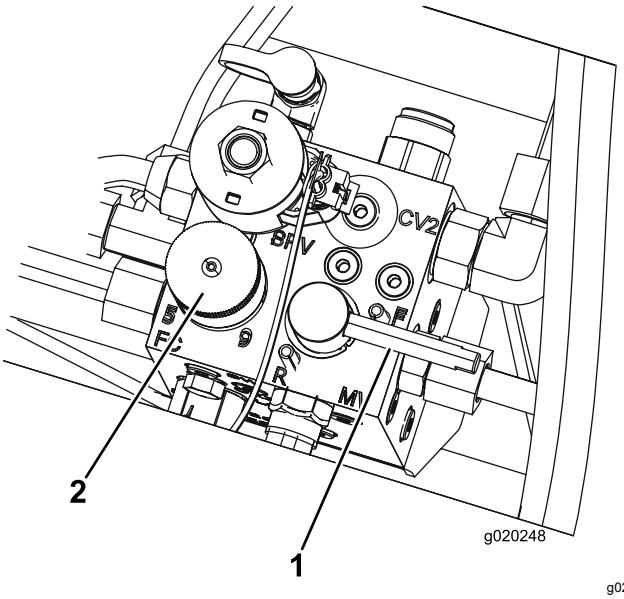

**Figur 82**
5. Still spolehastighetskontrollen til posisjon 1 (Figur 82).
6. Flytt slipespaken til posisjonen "R" (slipestillingen) (Figur 82).